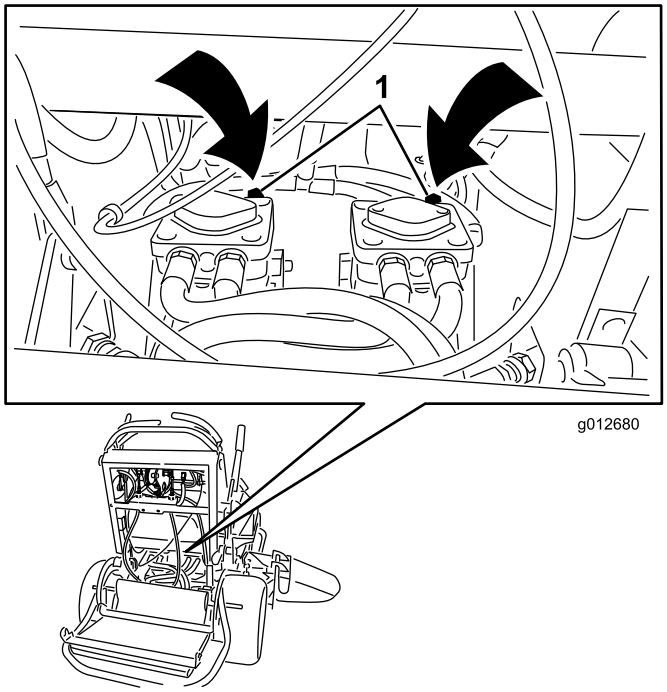

Figur 25
3. Öppna överströmningsventilerna på båda pumparna genom att vrida dem 1–2 varv motsols. Hydrauloljan kan då passera förbi pumparna och hjulen kan rotera (Figur 25).